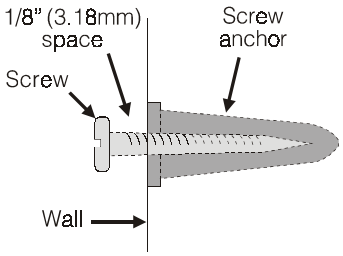

Figure 11. Screw anchor and screw in wall
- Screw the four enclosed screws into the anchors as shown in Figure 11, leaving the screw heads approximately $^{1}/_{8}$ inch (3.18mm) away from the wall.